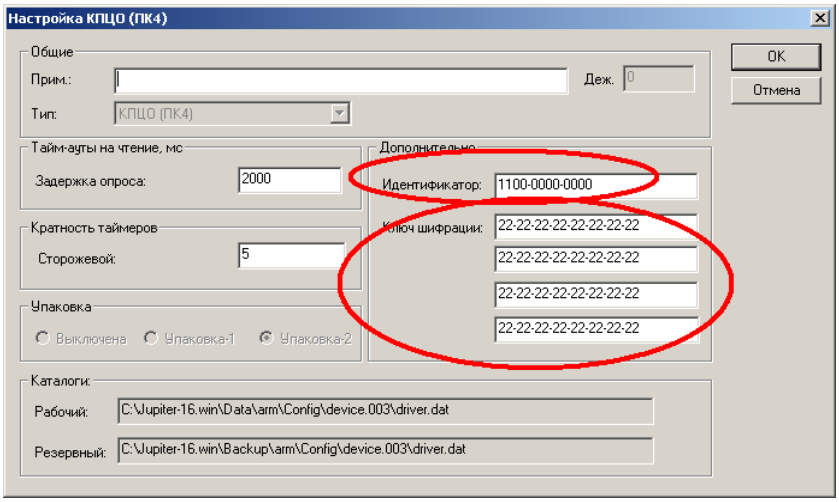

Рис.6.3. Настройка параметров связи с КПЦО
- В закладке настройки параметров работы КПЦО задать установленный в устройстве идентификатор и ключ шифрования (см.рис.6.3)